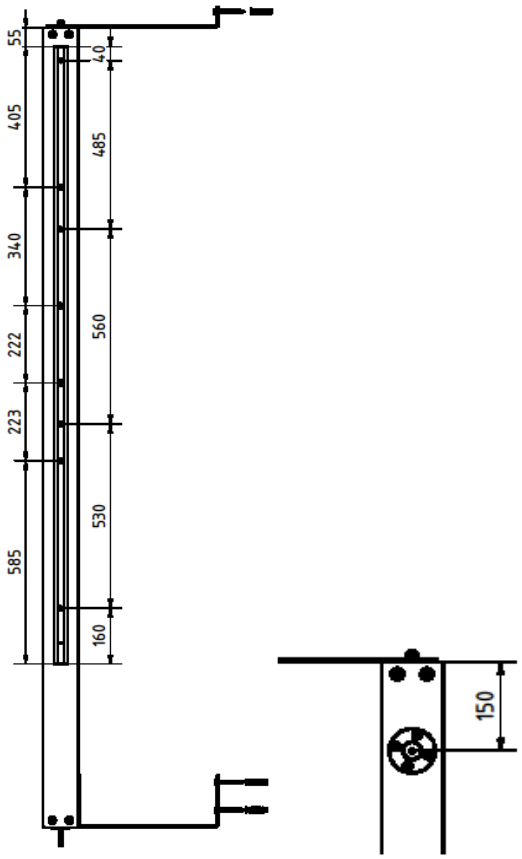

Abb. 5: Montage Schiene und Gleitstein
Nun montieren Sie die Schienen ⑰. Halten sie die Schiene zunächst an der, dem neigbaren Element zugewandten Wange an, der Versatz der Schiene von der oberen Kante der Elemente beträgt dabei 55 mm. Achten Sie darauf, dass das geschlossene Ende der Schiene nach unten zeigt. Markieren Sie sich die Bohrungen der Gewindeeinsätze ⑤ wie in Abbildung 5 dargestellt. Setzen Sie die 4 Bohrungen mit Ø 11 und montieren Sie die Einsätze.